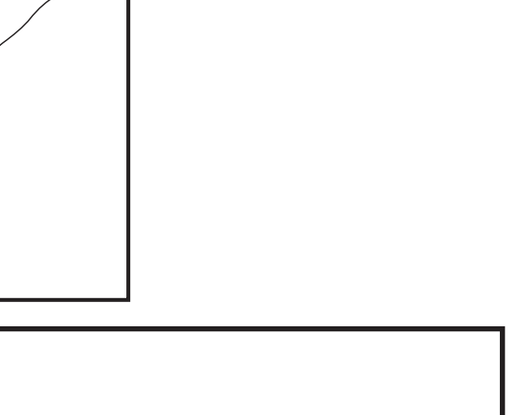

Fig. 5
- Cierre totalmente la cubierta protectora (fig. 5).